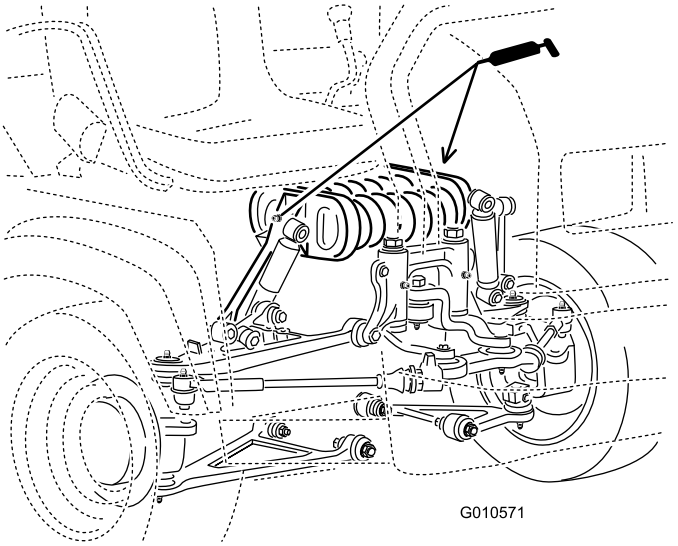

Figura 39
- Braccio di spinta (2) (Figura 39)